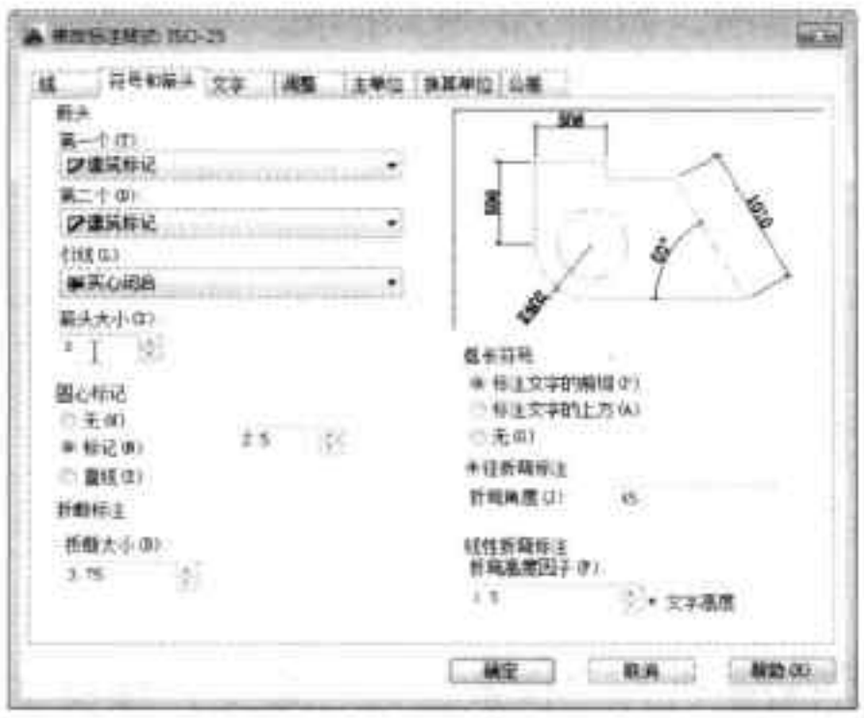

图20-97 设置标注样式
Step 17 执行“注释 > 标注”命令，在打开的对话框中，单击“修改”按钮，然后在“修改标注样式”对话框中，对标注样式进行设置，如图 20-97 所示。